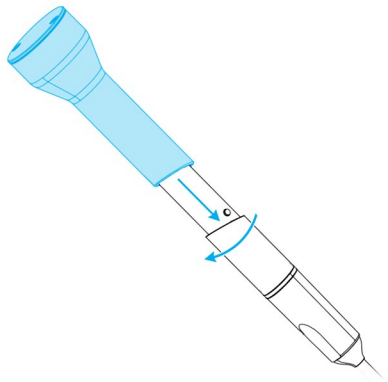

Figura 10: Uso del puntale removibile per il controllo di integrità
3. Far scorrere il puntale removibile per il controllo di integrità sul manipolo e ruotarlo in senso orario per bloccarlo *(Vedi Figura 10: Uso del puntale removibile per il controllo di integrità, p. 38)*.